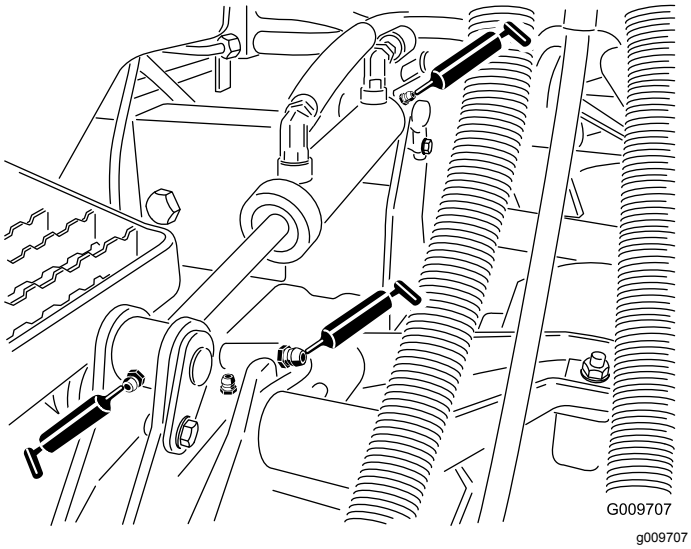

Figur 61
- Løftearmsbøsninger (en pr. skjold) som vist i Figur 61
- Løftecylinderbøsninger (to pr. skjold) som vist i Figur 61